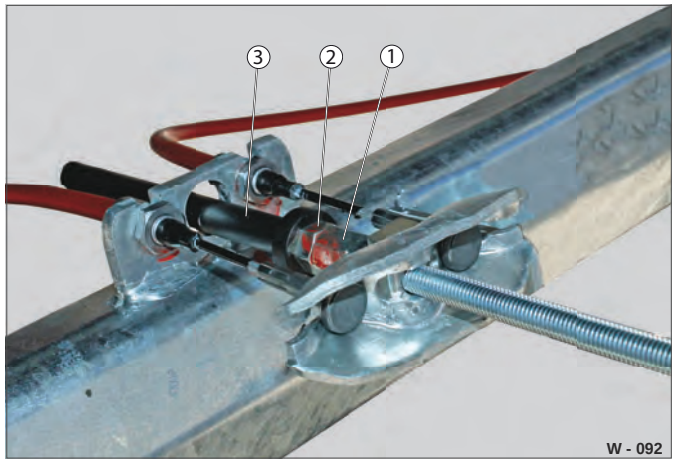

Fig. 64 Eksempel: Bremseudligning spændt
▶ Forbind ved udligningsjernet bremsestangen med en kuglemøtrik (Fig. 64 /2) - spænd den ikke fast.
▶ Spænd kuglemøtrikken fast med kontramøtrikken (Fig. 64 /1).
Bremsestangholderen (Fig. 64 /3) forhindrer, at bremsen aktiveres utilsigtet under kørslen.